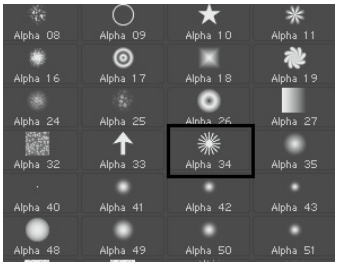

Figure 3-90 Alpha 34 *chosen from the Alpha palette*
9. Choose the Current Alpha button from the left shelf; a flyout containing different alpha images is displayed. Choose **Alpha 34** from this flyout, refer to Figure 3-90.